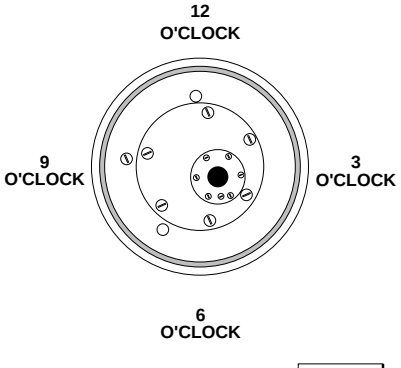

Fig. 28
5. Dip the O-ring in cooking oil for lubrication, and insert it into the groove. **IMPORTANT:** First press O-ring into place at the 12, 6, 3 and 9 o'clock positions (Fig. 28). Using finger pressure only, stretch and work the O-ring into the groove until it is seated all the way around. Apply pressure straight down. Do not twist or roll the ring into the groove; this may fracture the skin of the ring.